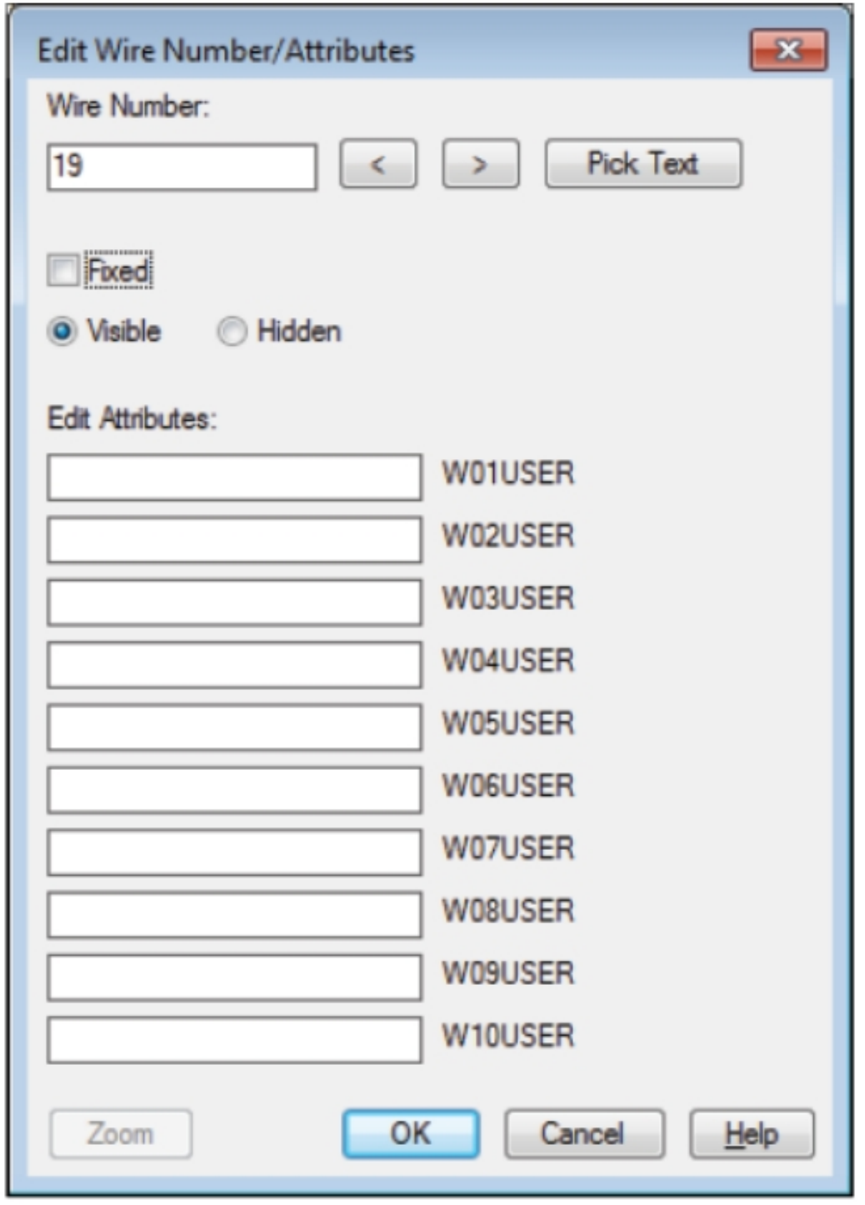

Figure-67. Edit Wire Number or Attributes dialog box
- Select the wire or wire number that you want to change. The **Edit Wire Numbers/Attributes** dialog box will be displayed; refer to Figure-67.